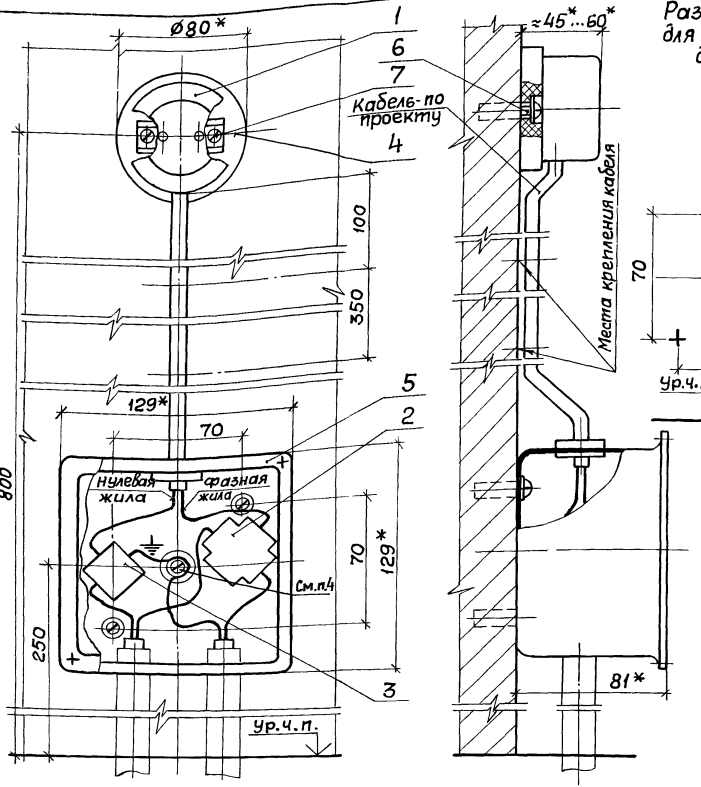

Рис.1
4. Зануление коробки поз.5 выполняется „шлейфом" нулевой жилы кабеля - см. рис.1.